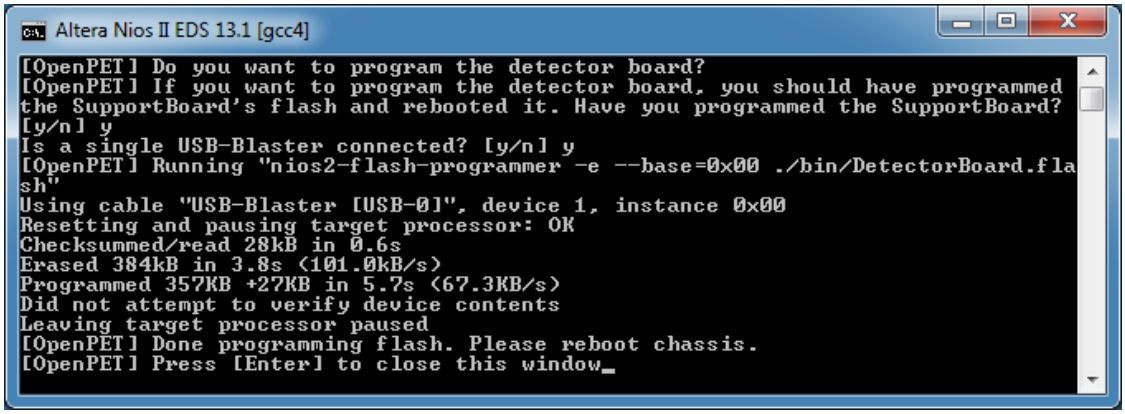

Figure 24 Detector Board flash programming script
- In the second step, you download the OpenPET firmware to the Detector Board FPGA. Go to ***OpenPET_ROOT**/16ChLBNL/detectorboard* and launch **flashboard.bat** (Type = Windows Batch file). Please follow the prompts on the command line window. The result is shown in Figure 24. **When done, it is important that you reboot the crate by turning it off then on again**.